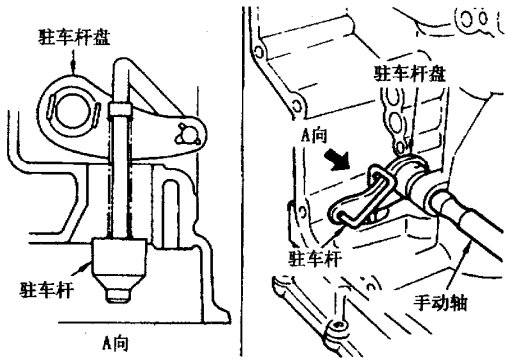

图 9－13－10
(7) 如图 9－13－11 所示，安装手动轴和驻车杆盘止动销。
(8) 如图 9－13－12 所示，安装棘爪弹簧。